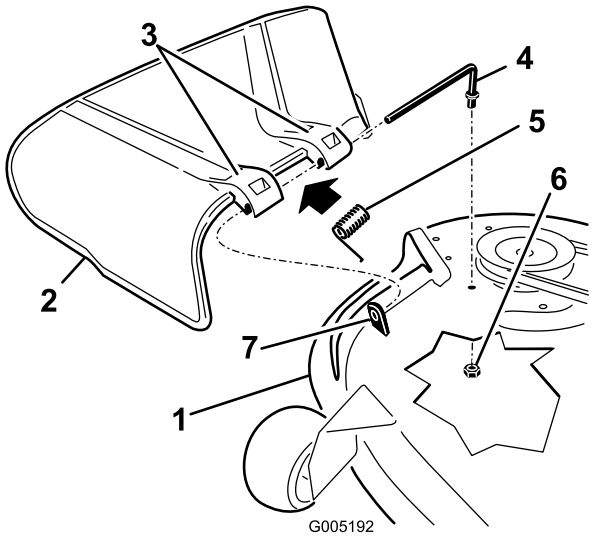

Figur 67
1. Fjern møtrikken (3/8 tomme) fra stangen under plæneklipperen (Figur 67).
2. Skub stangen ud af det korte afstandsstykke, fjederen og græsdeflektoren (Figur 67).
4. Udskift græsdeflektoren (Figur 67).
7. Skub stangen gennem det andet græsdeflektorbeslag (Figur 67).
9. Fastgør den bageste ende af stangen i plæneklipperen med en møtrik (3/8 tomme), som vist i Figur 67.